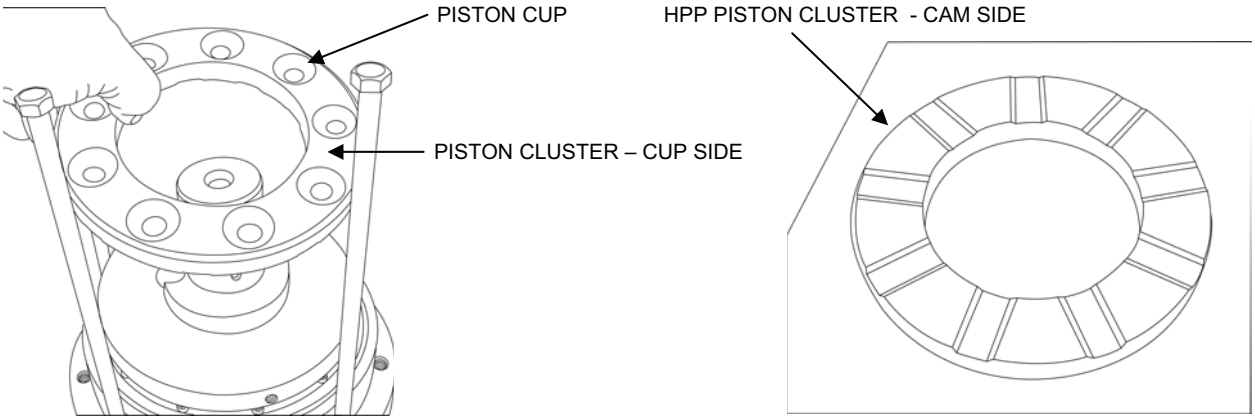

Figure 6. Piston Cluster Removal.
l. Remove the piston cluster. Set on the work surface **cam** side up (see Figure 6).
c. Add a drop of glycerin to the piston cluster cup and cam surfaces (see Figure 6).